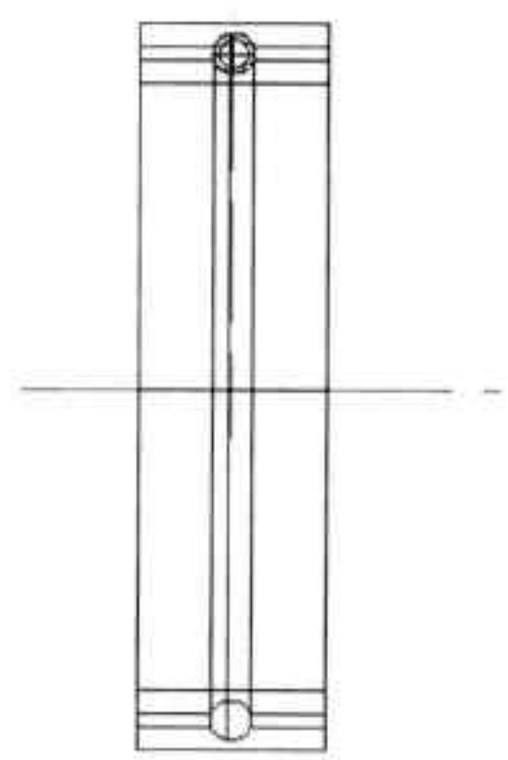

图21-31 旋转图形
Step 16 执行“旋转”命令，将两个面域绕底部辅助线进行三维旋转复制，如图 21-31 所示。